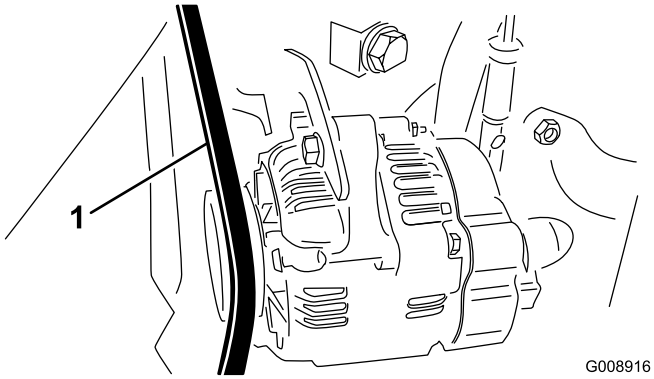

Figur 69
2. Kontrollera spänningen genom att trycka ned generator-/fläktremmen mittemellan generatorn och vevaxelskivorna med en kraft på 30 Nm (Figur 69).